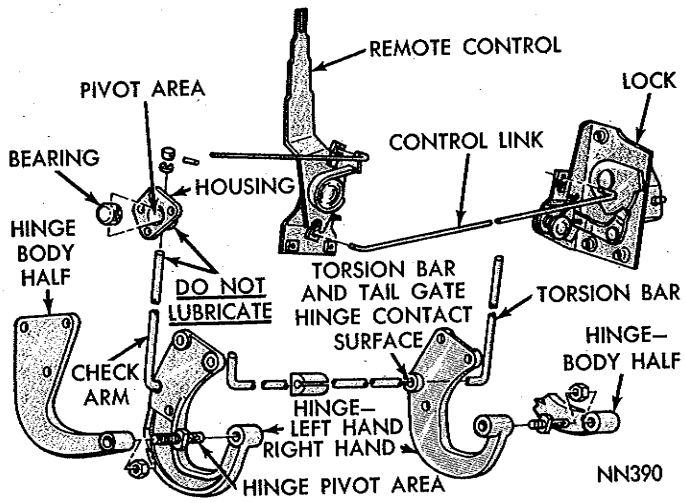

***Fig. 72—Tail Gate Torsion Bar and Check Arm Guide Plate Lubrication Points (Belvedere Models)***
(1) Apply engine oil, sparingly, to hinge pivot areas (Fig. 72).
(2) Apply Door Ease Lubricant to tail gate lock striker plates and dovetail contact surfaces.
(3) Apply Automotive Multi-Purpose Lubricant, NLGI grade 2, to contact surfaces between torsion bar and tail gate hinge or tail gate end face plate. Also, apply this same lubricant, sparingly, to pivot area between bearing and housing. **Do not apply to torsion bar to bearing or check arm to bearing sliding contact areas.**